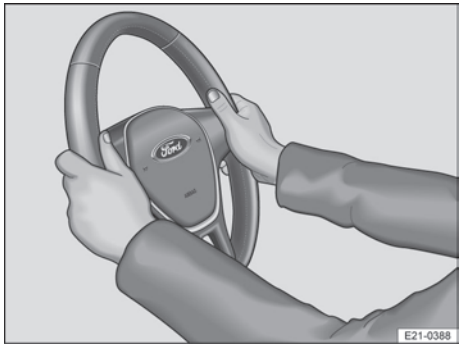

**Fig. 53** En el volante: posición equivalente a las 9 y las 3 horas.
2. Ajuste el volante de forma que pueda sujetarlo con ambas manos por los lados, por su parte exterior, en la posición equivalente a las 9 y las 3 horas → fig. 53 con los brazos ligeramente flexionados.